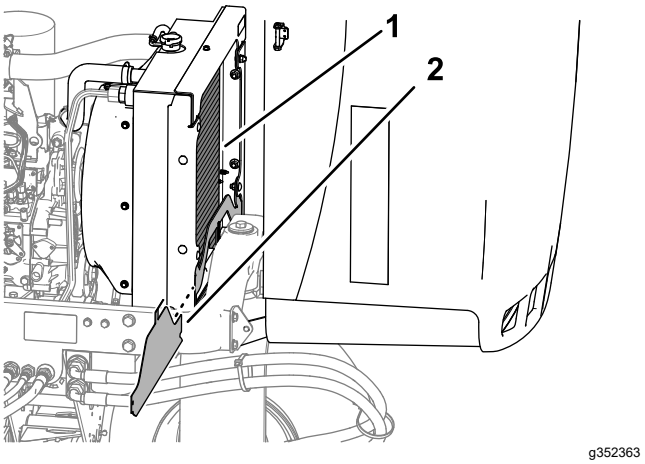

Rysunek 78
4. Zdejmij dolną osłonę chłodnicy (Rysunek 78).
5. Dokładnie oczyść obie strony chłodnicy wodą albo sprężonym powietrzem (Rysunek 78).